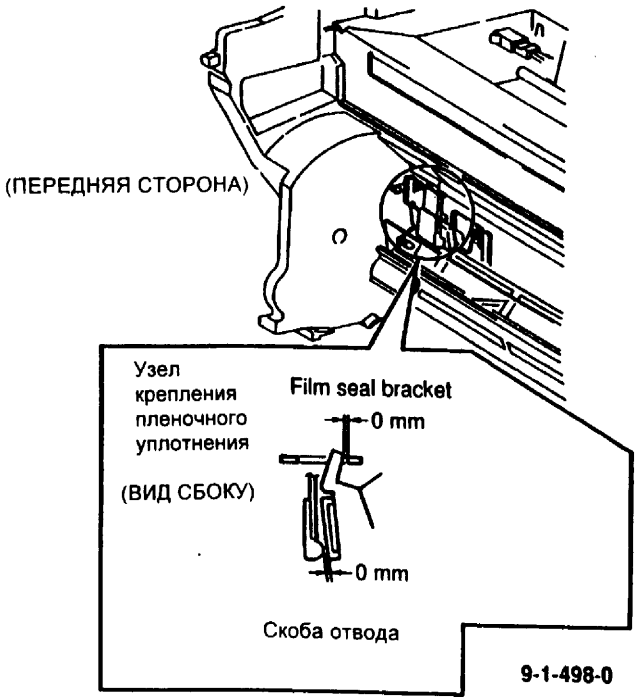

Рис. 1 Проверка зазора
4. (Рис. 1) Измерьте зазор между узлом крепления пленочного уплотнения и скобой отвода.